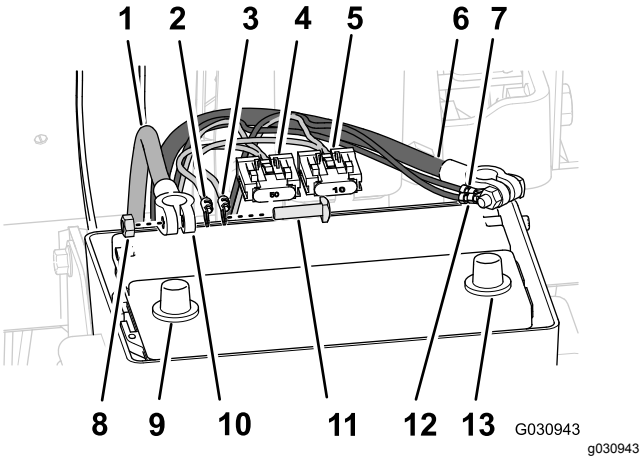

**Figur 170**
1. Før plusklemmen (rød ledning), minusklemmen (sort ledning) og 50 A-sikringsblokken fra det bageste ledningsnet op mellem batterikassen og maskinens chassis (Figur 170).
3. Afmonter T-boltene og sekskantmøtrikkerne fra klemmerne på plus- og minus-batterikablerne (Figur 170).
4. Monter en T-bolt igennem plusklemmen (rød ledning) på det bageste ledningsnet, plusklemmen på det elektriske navigationsledningsnet og klemmen på batteriets pluskabel (Figur 170).
5. Fastgør løst klemmer og T-bolt med en sekskantmøtrik (Figur 170).
6. Monter en T-bolt igennem minusklemmen (sort ledning) på det bageste ledningsnet, minusklemmen på det elektriske navigationsledningsnet og klemmen på batteriets minuskabel (Figur 170).
7. Saml løst klemmer og T-bolt med en sekskantmøtrik (Figur 170).